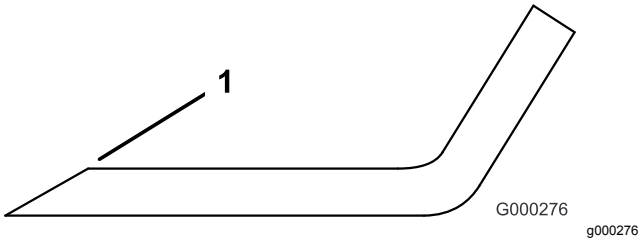

Bild 84
1. Schärfen Sie die Schnittkante an beiden Enden des Schnittmessers mit einer Feile (Bild 84).